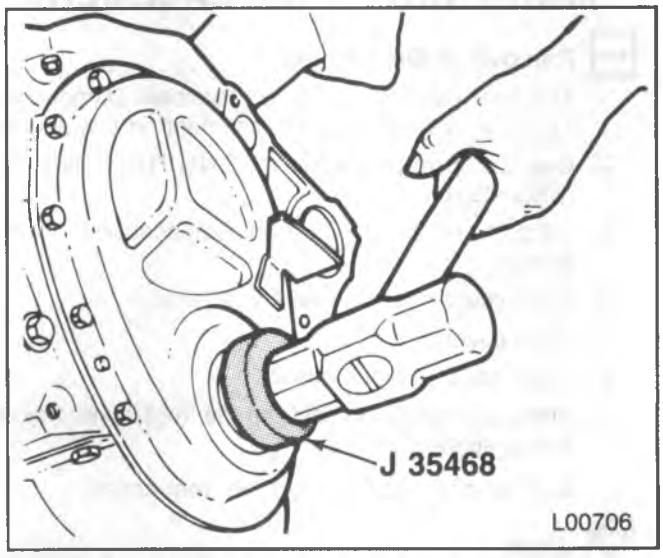

Figure 17—Installing the Front Crankshaft Oil Seal
Install or Connect (Figures 17 and 18)
2. Front crankshaft seal using J 35468 (figure 17). The open end of the seal faces inside the engine. Coat the seal lips with engine oil.